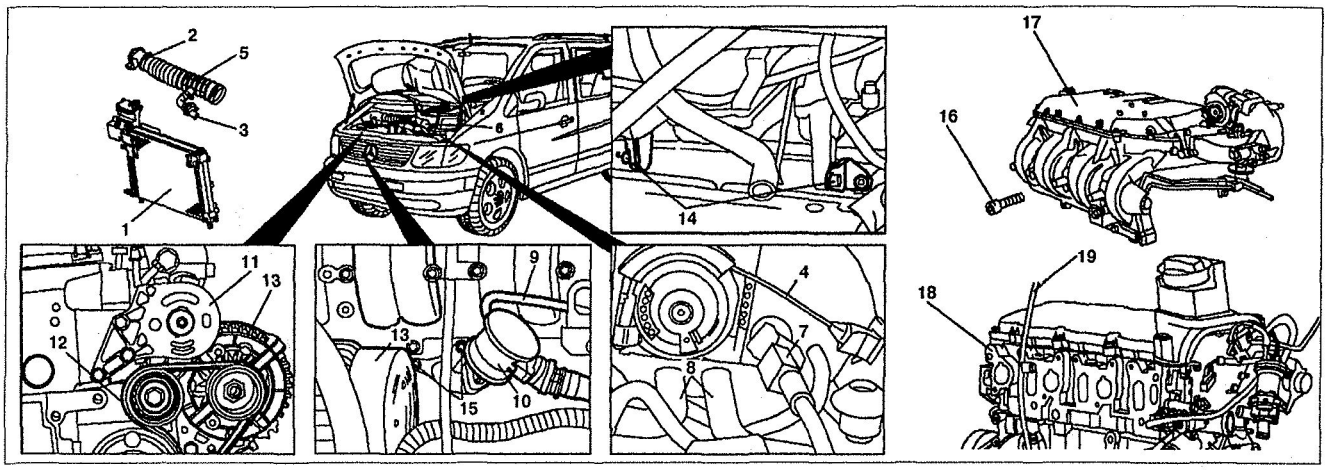

Рис. 3.9. Впускной коллектор:
2. Снимите радиатор **1** (см. рис. 3.9).